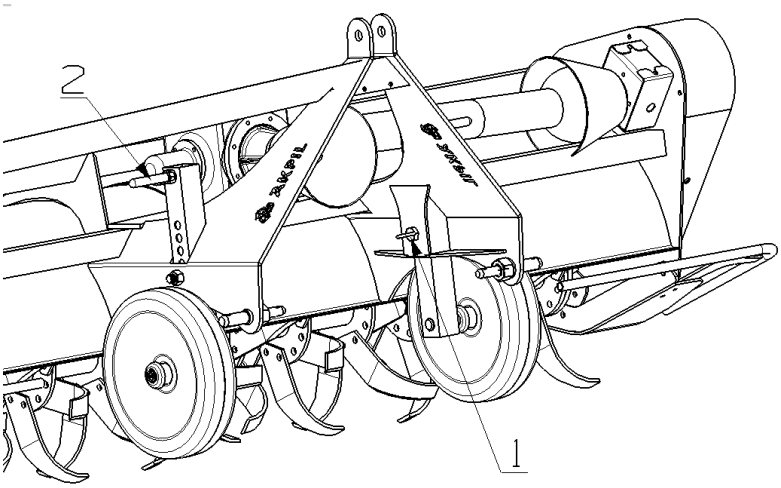

Rysunek 3. Regulacja głębokości pracy.
- wykręcić śrubę 1 (rys.3) ustalającą położenie kół względem ramy maszyny,
- przy pomocy rękojeści 2(rys.3) podnieść lub opuścić koło